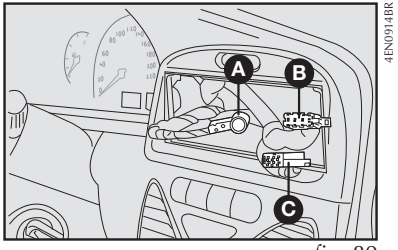

fig. 80
- cabo de alimentação do autorrádio **C-fig. 80**.
- cabo para alto-falante dianteiro e traseiro (exceto Strada) **B-fig. 80**.
- cabo com conector para antena **A--fig. 80**.